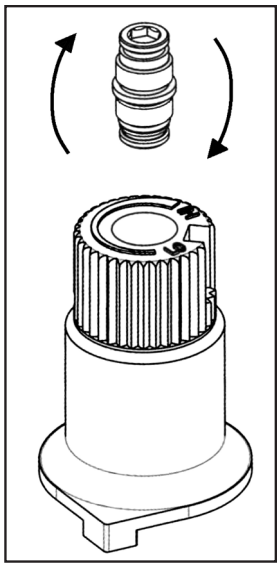

**Figure 10: Flip valve screw.**
d) Flip the screw (refer to Figure 10).